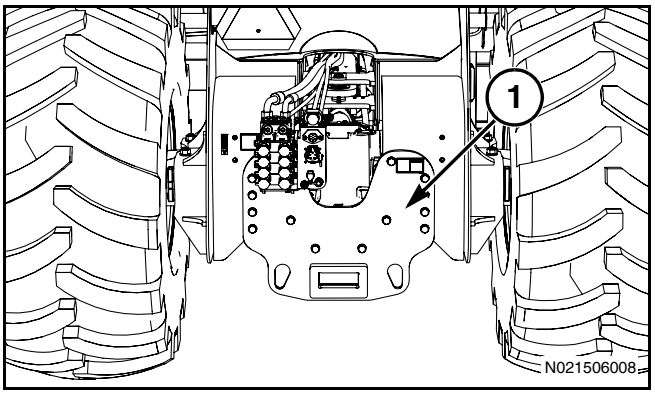

Рис. 203
Рис. 203: Машины специального назначения оснащены универсальной опорой тягового бруса (1) без тягового бруса. Для буксировки полунавесных скреперов требуется специальный тяговый брус, который должен предоставляться производителем скрепера. Такой тяговый брус имеет усиленную конструкцию и меньшую длину, что позволяет ему выдерживать значительный вес, передаваемый от скрепера к машине. Из-за этой большой нагрузки стандартный тяговый брус сельскохозяйственной машины нельзя использовать для работы с полунавесным скрепером.